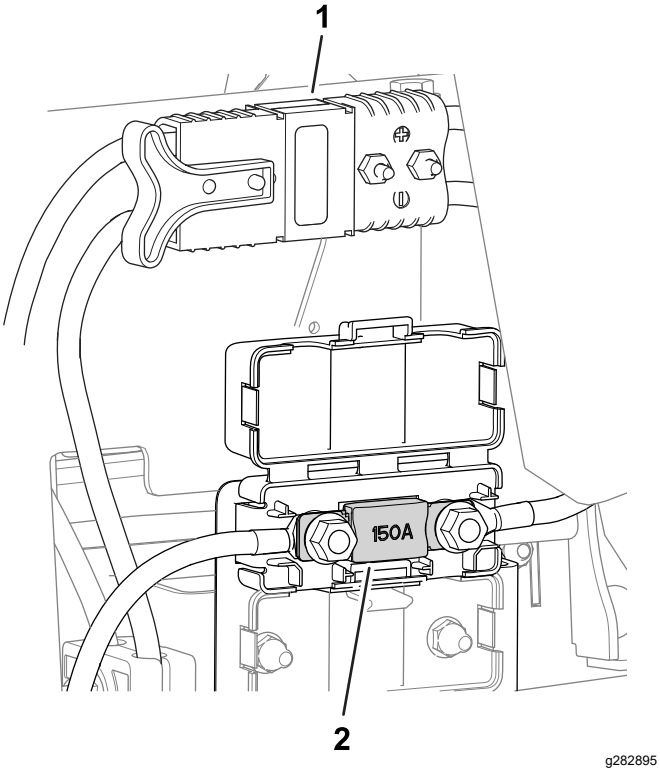

Figure 58
- Le fusible du système électrique se trouve sous les connecteurs principaux (Figure 58).